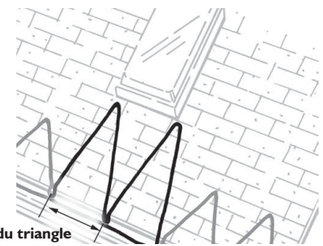

Figure 5. Parcours du triangle près d'un puits de lumière
- **Parcours pour les puits de lumière :** Les sections de puits de lumière qui posent problème sont aussi traitées avec l'approche du «parcours du triangle ». Cependant, il serait préférable que la hauteur des triangles soit plus grande que celle du long de la ligne de toiture. Augmenter la hauteur du triangle afin qu'elle s'étende à une rangée de bardeau (5 1/2 po) au-dessous du puits de lumière. La base du triangle est maintenue à 15 po (Voir Figure 5).